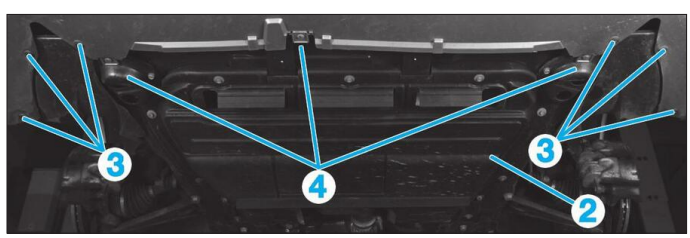

**Fig. 81**
- le carénage sous moteur (2) **(Fig.81)**,
- les vis inférieures du bouclier (3) et (4),